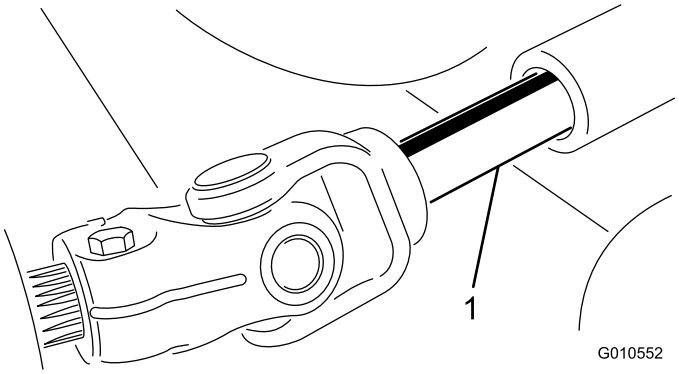

Figur 17
4. Stands motoren, og skub klippeenheden væk fra traktionsenheden og bærerrammen, idet kraftudtagsakslens handel og hundel skilles ad (Figur 17).